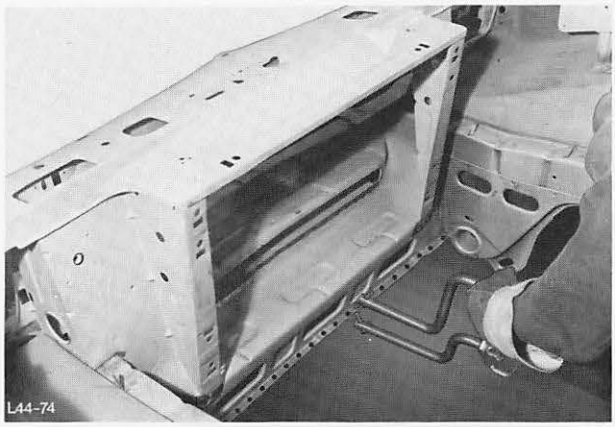

Abb. 69 Zwischenwand – Kühler an Querträger anpunkten
12. Zwischenwand – Kühler an Querträger anpunkten, Abb. 69.